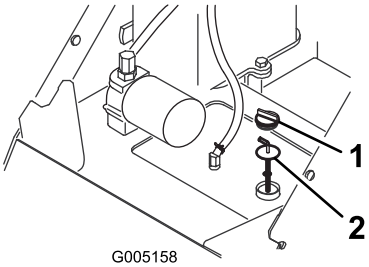

Figura 8
4. Limpie la zona alrededor del cuello de llenado del depósito de aceite hidráulico (Figura 8).
5. Retire el tapón del cuello de llenado y compruebe en la varilla el nivel de aceite (Figura 8).